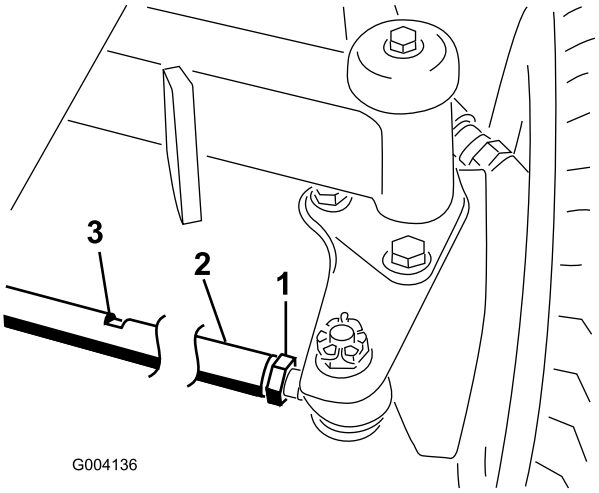

Figur 67
2. Løsn kontramøtrikken for hver ende af forbindelsesstangen (Figur 67).